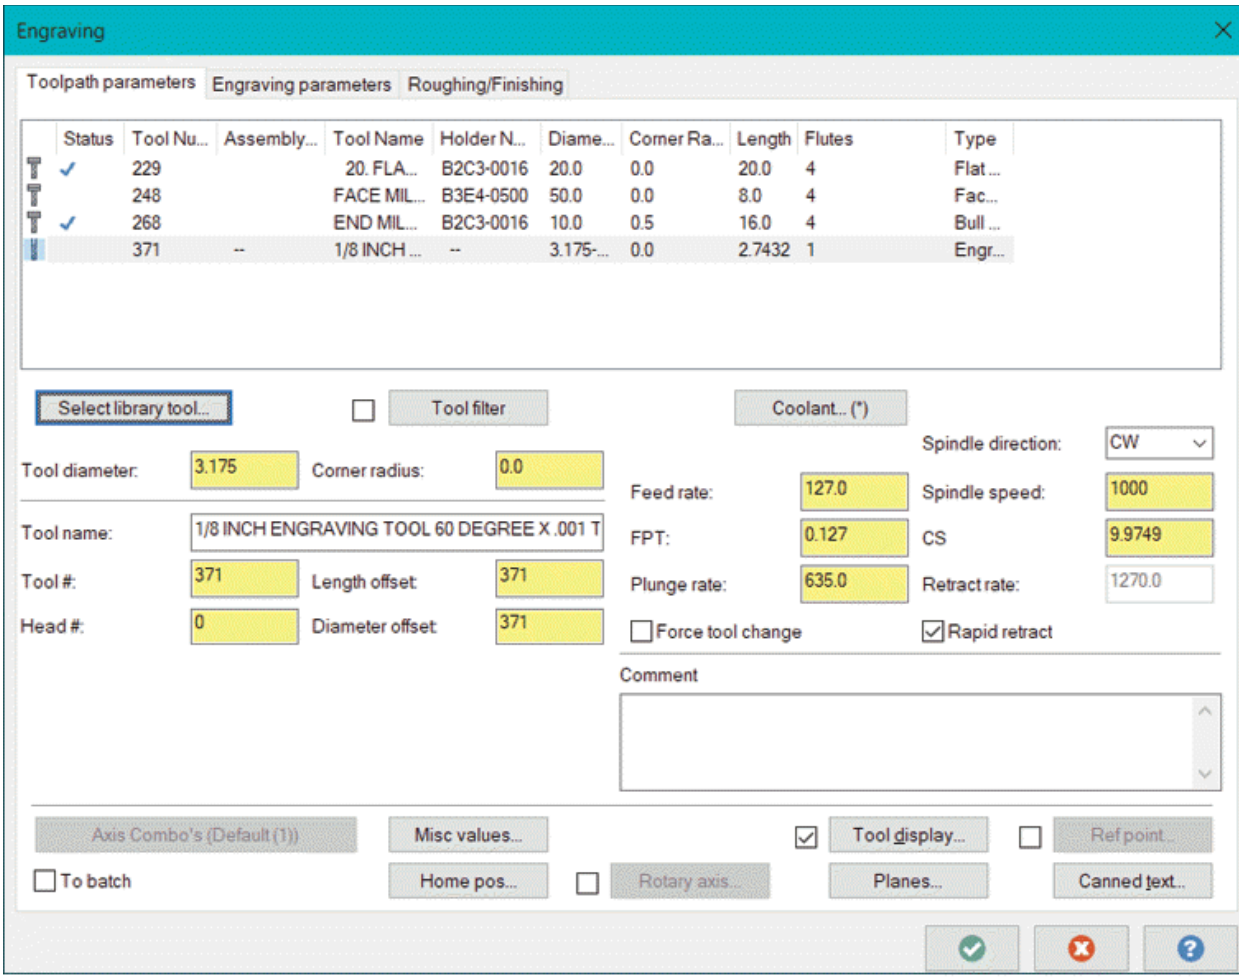

Figure-63. Engraving dialog box
- After selecting the curves, click on the **OK** button. The **Engraving** dialog box will be displayed; refer to Figure-63.